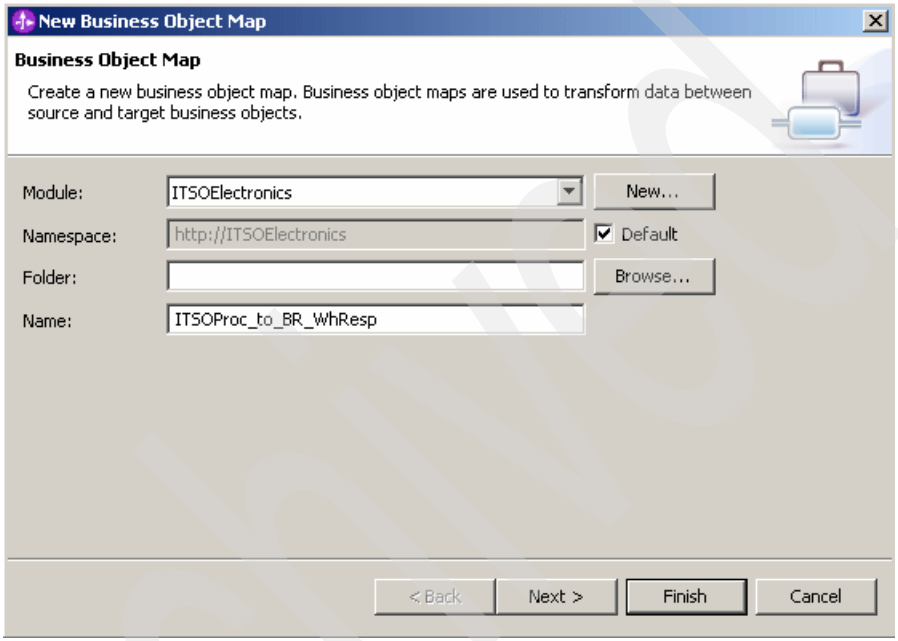

Figure 10-58 Business Object Map panel
2. In the Business Object Map panel (Figure 10-58), in the Name field, type `ITSOProc_to_BR_WhResp` and click **Next**.